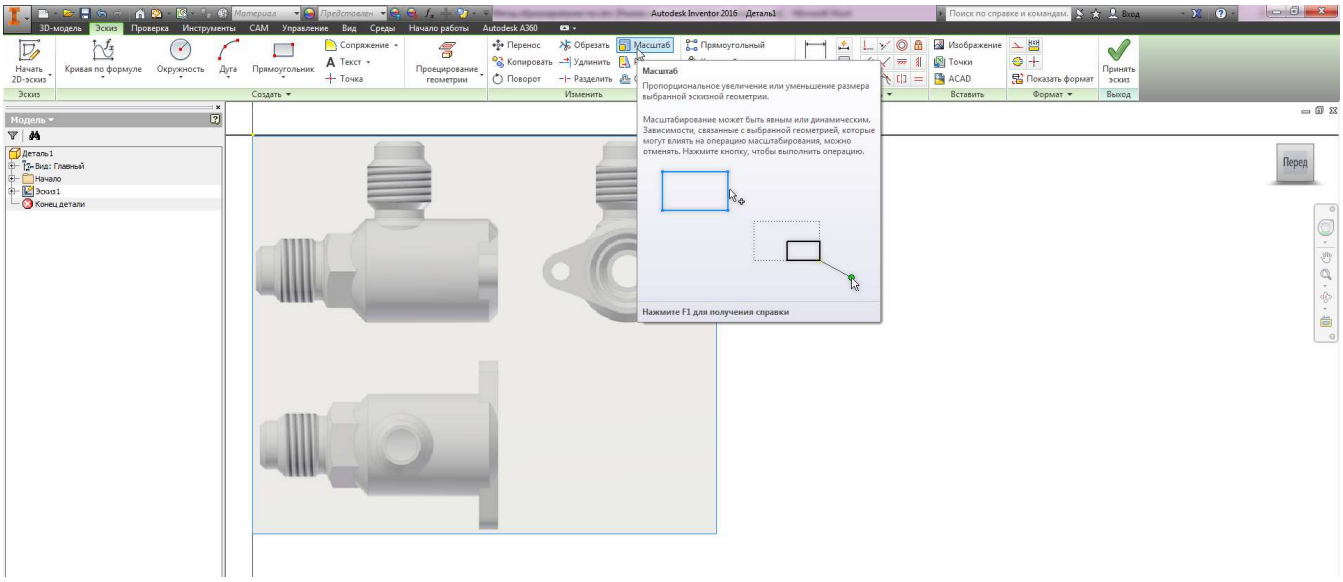

Fig. 4
4. Next, these images are scaled by a known size (figure 4).